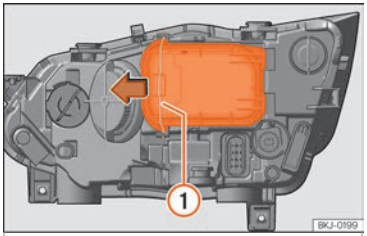

Fig. 104 No compartimento do motor: retirar a tampa.
– Desloque o tirante ››› Fig. 104 ① no sentido da seta e retire a tampa.